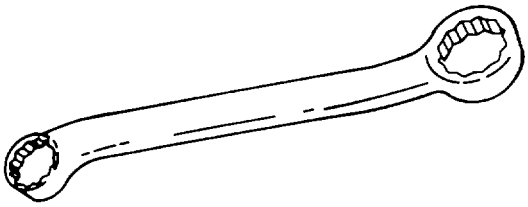
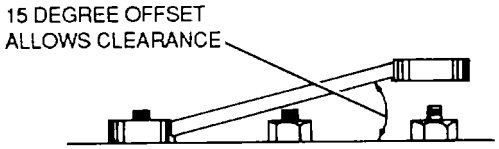

Figure 4-22. Box End Wrenches
Figure 4-23. Box-End Wrench Offset
(2) *Box-end wrenches*. Box-end wrenches have a head on each end of a bar, as shown in figure 4-22. The head completely surrounds the nut or bolt, which decreases the chances that the wrench will slip off the work. Box-end wrenches are available with 6-point and 12-point openings. These openings are offset from the shank at a 15-degree angle to allow clearance, as shown in figure 4-23. A box-end wrench should be used whenever possible because it provides the best protection to both the user and the equipment. These wrenches are sized the same as open-end wrenches.